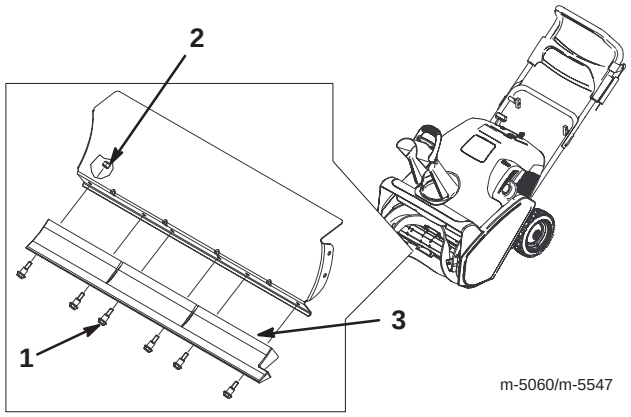

Figur 16
5. Ta bort de 6 skruvar och låsmuttrar som håller skrapan på plats (figur 16).